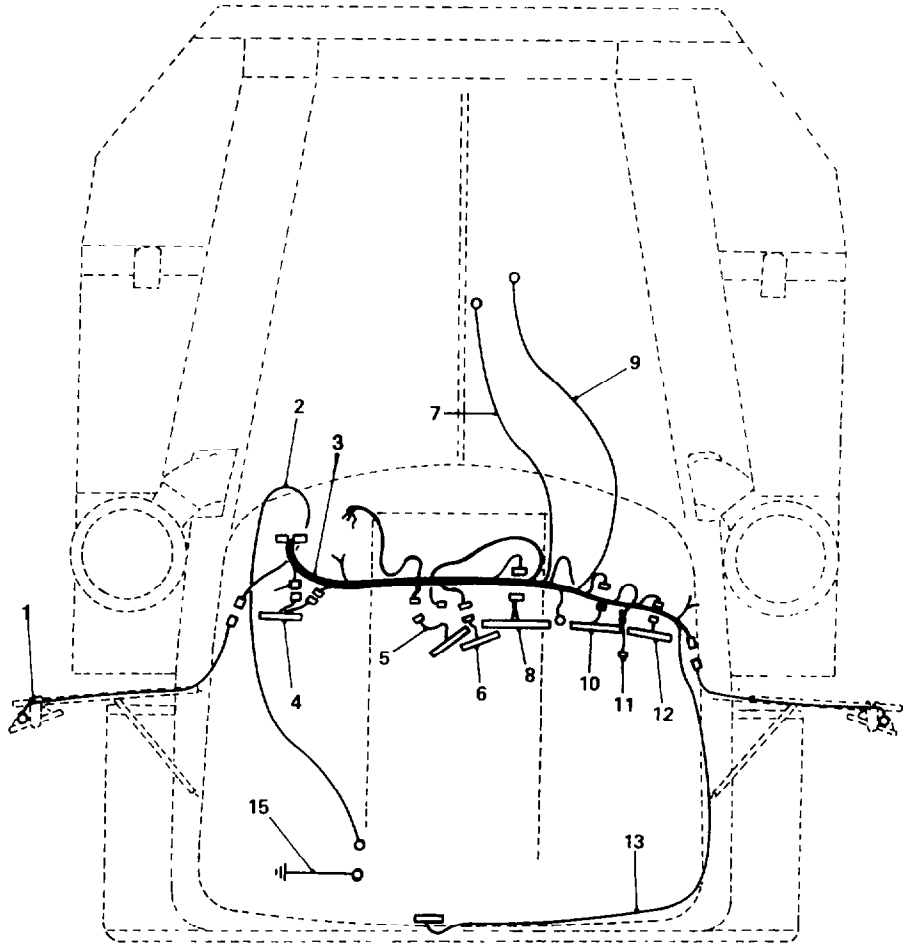

Fig. 383 — Main (Cab) Wiring Harness
a. The replacement procedure for the main wiring harness, illustrated in fig. 383, is identical to that detailed for the engine wiring harness (refer to para. 154).